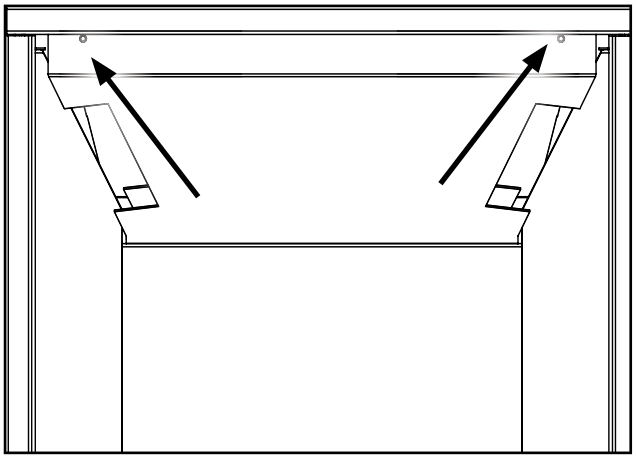

Figure 37. Top Panel Screws.
2. Remove the top porcelain panel by un-screwing it from the firebox baffle as shown in Figure 37 using a T20 screwdriver.